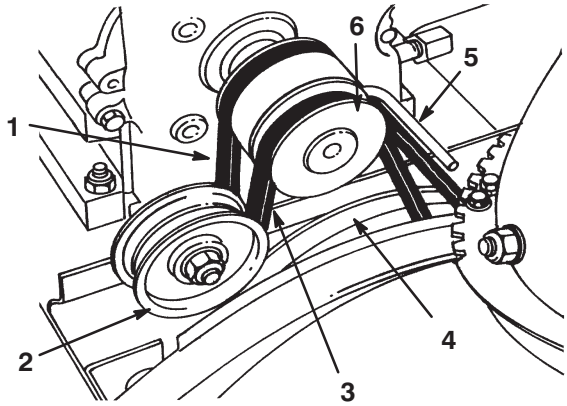

Figur 24
11. Ta bort drivremmen för hjuldrivning från motorremskivan och den stora drivremskivan (figur 24).